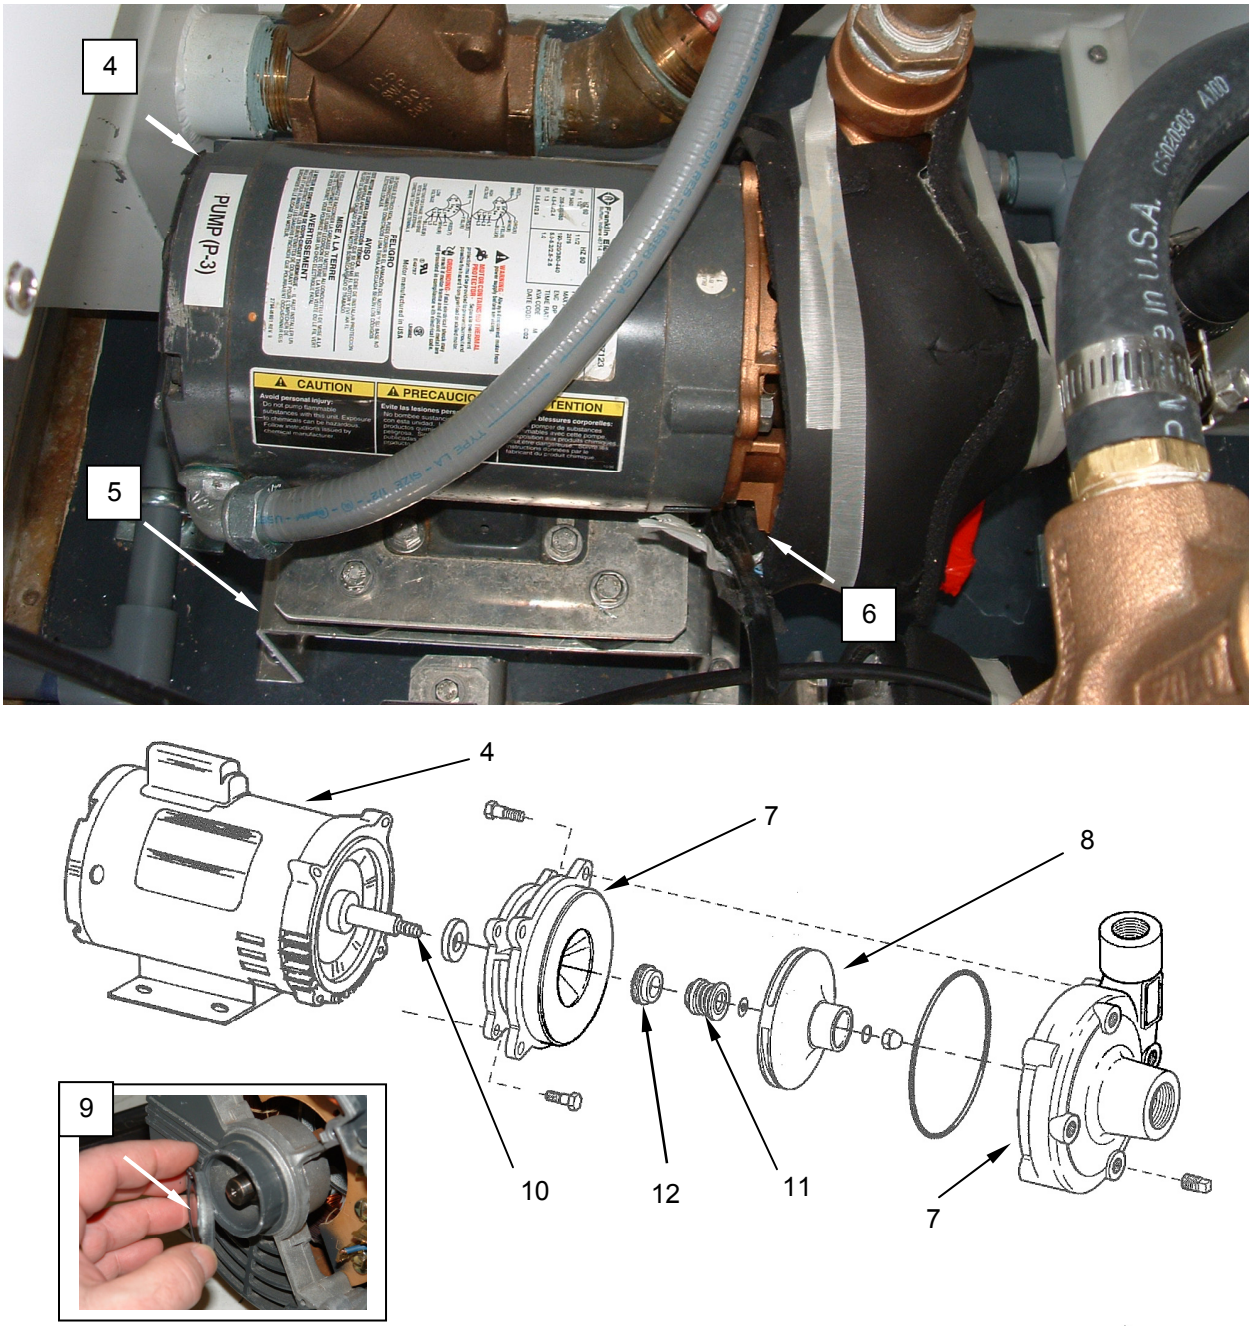

Figure 2. Replace Pump Seal.
3. Remove bolts, washers and nuts retaining pump motor **(Figure 2, Item 4)** to pump mount **(Figure 2, Item 5)**.
4. Remove bolts retaining pump adapter **(Figure 2, Item 6)** to casing **(Figure 2, Item 7)**, and pull pump rearward to expose impellor **(Figure 2, Item 8)**.
5. Remove the dust cap **(Figure 2, Item 9)** from the motor.
6. Secure the pump shaft **(Figure 2, Item 10)**, and remove the acorn nut retaining the impellor **(Figure 2, Item 8)**.
7. Unscrew the impellor **(Figure 2, Item 8)** from the pump shaft **(Figure 2, Item 10)**.
8. Remove the spring and shaft seal **(Figure 2, Item 11)** from the pump shaft **(Figure 2, Item 10)**.
9. Remove the stationary seal **(Figure 2, Item 12)** from the pump adapter **(Figure 2, Item 6)**.
10. Install the replacement stationary seal **(Figure 2, Item 12)** into the pump adapter **(Figure 2, Item 6)**.
11. Install the shaft seal **(Figure 2, Item 11)** and spring onto the pump shaft **(Figure 2, Item 10)**.
12. Install the impellor **(Figure 2, Item 8)**, and retain with acorn nut.
13. Seat the pump adapter **(Figure 2, Item 6)** to the pump casing **(Figure 2, Item 7)** and retain in place with bolts.
14. Install the dust cap **(Figure 2, Item 9)** onto the motor.
15. Secure the pump motor **(Figure 2, Item 4)** to the pump mount **(Figure 2, Item 5)** with bolts, washers, and nuts.